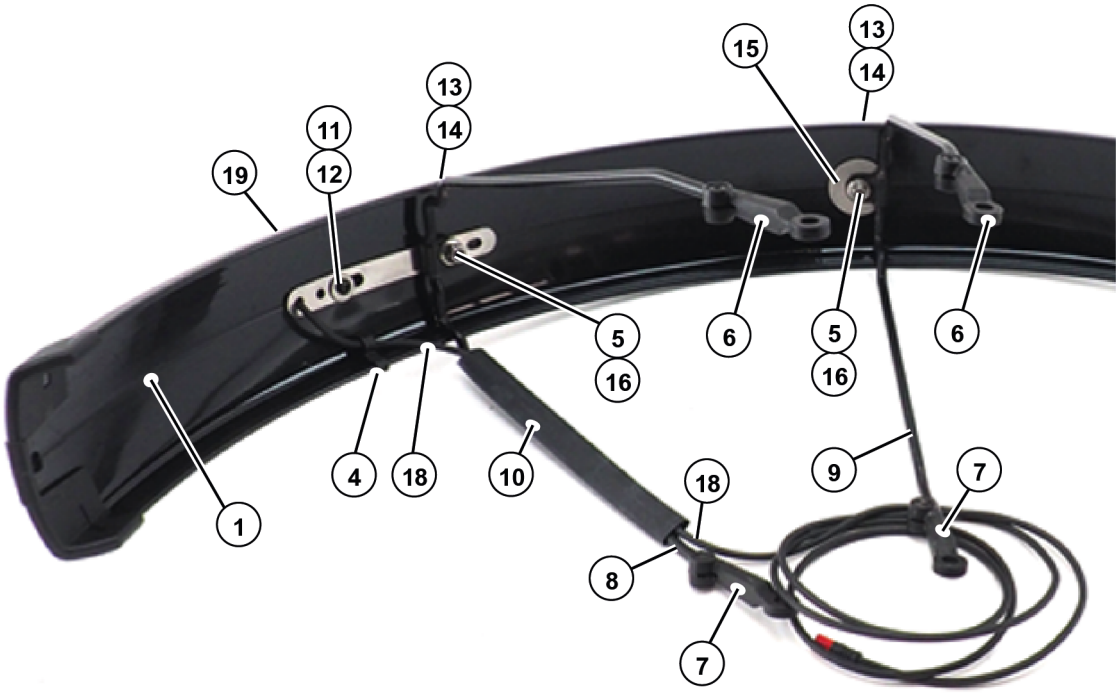

Fig. 04
2. Reconnect the rear light (19) to the rear light cable (18), position it on the rear of the mudguard (1) (reassembly not shown) and fasten with fastening elements (11) and (12), see fig. 04.
3. Attach the rear light cable (18) to the mudguard (1) using the fastening element (4).
4. Attach the rear light cable (18) to the mudguard strut (8) (long version) using heat-shrink tubing (10).
5. Position mudguard strut (8) on mudguard (1) and fasten once with fastening element (13), (14), cable clip (5) and fastening element (16). Tightening torque: 4 Nm.
6. Position mudguard strut (9) (short version) on mudguard (1) and fasten once with fastening element (13), (14), mudguard disc (15), cable clip (5) and fastening element (16). Tightening torque: 4 Nm.
7. Attach strut brace holder, right (6) to mudguard strut (8) and (9). Tightening torque: 1 Nm.
8. Attach strut brace holder, left (7) to mudguard strut (8) and (9). Tightening torque: 1 Nm.